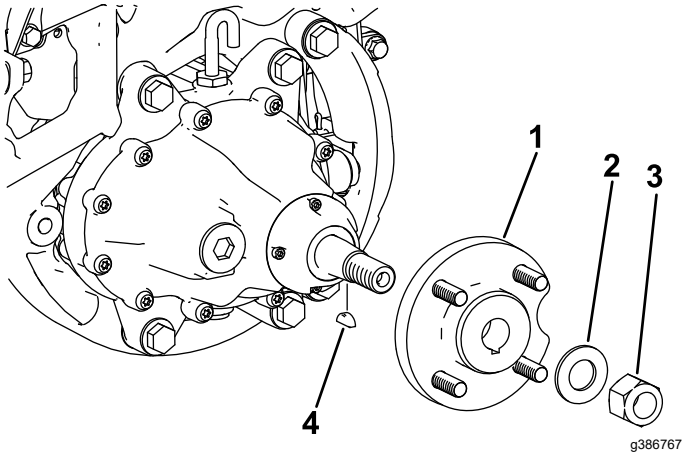

Figur 2
3. Afmonter hjulnavet ved at fjerne den tilhørende låsemøtrik og spændeskive (Figur 2).
4. Fjern woodruff-federen (Figur 2).